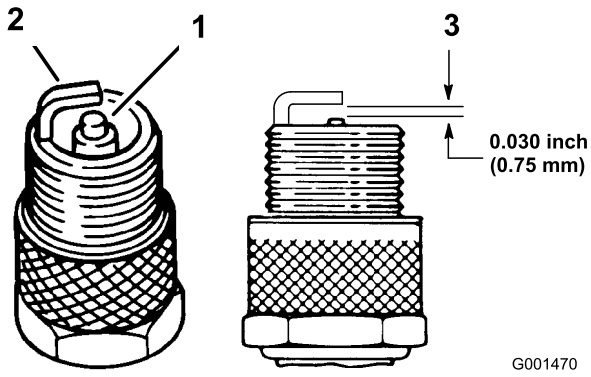

Figuur 43
4. Controleer de staat van de massa-elektrode, de centrale elektrode en de isolator van de centrale elektrode op beschadigingen (Figuur 43).
5. Zorg ervoor dat de elektrodenafstand tussen de centrale elektrode en de massa-elektrode 0,762 mm bedraagt (Figuur 43).